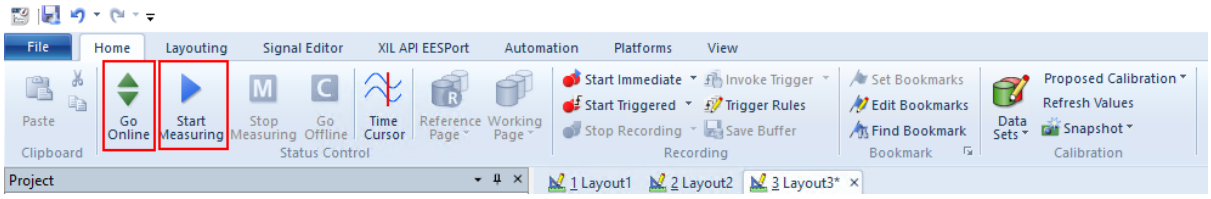
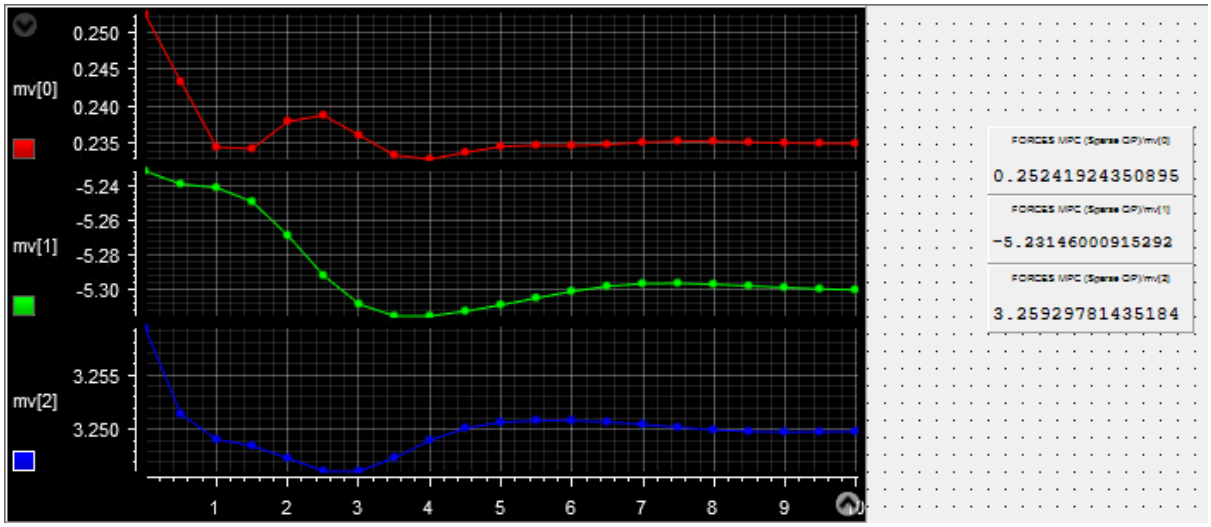

Figure 4.21: Buttons Go Online and Start Measuring to receive execution results
Figure 4.22: Plots and results from experiment on dSPACE MicroAutoBox II
16) Select `Go Online` and `Start Measuring` to see the results. (see Figure 4.21 and Figure 4.22).